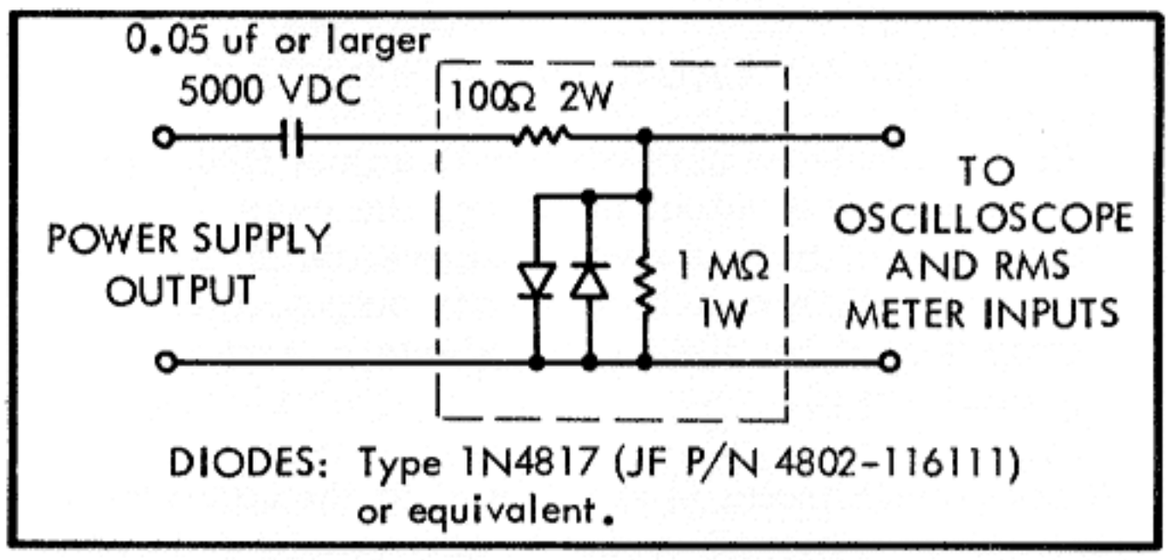

Figure 4-2. PROTECTION CIRCUIT
b. Connect the 5,000 volt blocking capacitor and the protection circuit shown in Figure 4-2 between the OUTPUT connector and the inputs to the Model 931B RMS voltmeter and the oscilloscope. This circuit protects the input circuitry of the oscilloscope and the voltmeter from a 3000 volt charge on the blocking capacitor if the Model 415B output is accidently shorted.